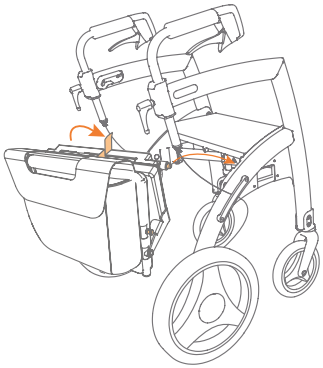

Figure 30: Attaching the transport chair package.
a. Hold the Rollz transport chair package with the side of the bag towards you **(Figure 30)**.